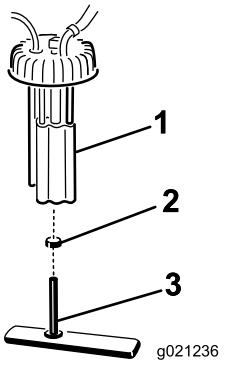

Figur 50
2. Tag ledningsnetstikkene ud af brændstofpumpen (Figur 50).
3. Tag brændstofpumpesamlingen og brændstoffilteret af tanken (Figur 50).
4. Fjern klemmen, som fæstner brændstoffilterslangen til brændstofpumpemonteringen. Fjern slangen fra monteringen (Figur 50).